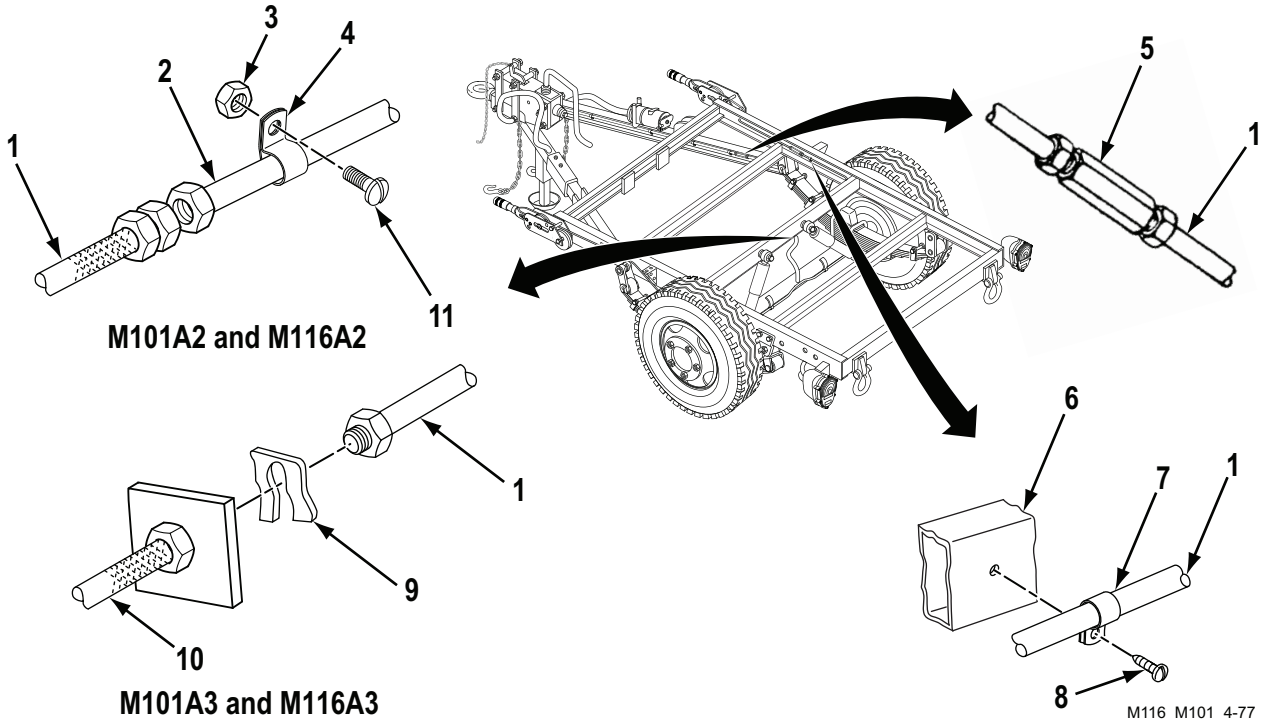

Figure 2. Rear Tube Assembly Removal.
1. Remove two screws (Figure 2, Item 8) from two loop clamps (Figure 2, Item 7) along curbside frame (Figure 2, Item 6).
2. Disconnect rear tube assembly (Figure 2, Item 2) from coupling (Figure 2, Item 5).
3. On the M101A2 and M116A2, remove self-locking nut (Figure 2, Item 3) and screw (Figure 2, Item 11) from loop clamp (Figure 2, Item 4) along crossmember. Disconnect rear tube assembly (Figure 2, Item 2) from hose assembly (Figure 2, Item 10) and remove. Discard self-locking nut (Figure 2, Item 3).
4. On the M101A3 and M116A3, remove rear tube assembly (Figure 2, Item 13) from hose assembly (Figure 2, Item 10) at retaining ring (Figure 2, Item 9).
5. On the M101A2 and M116A2, remove two loop clamps (Figure 2, Item 7) and loop clamp (Figure 2, Item 4) from rear tube assembly (Figure 2, Item 2).